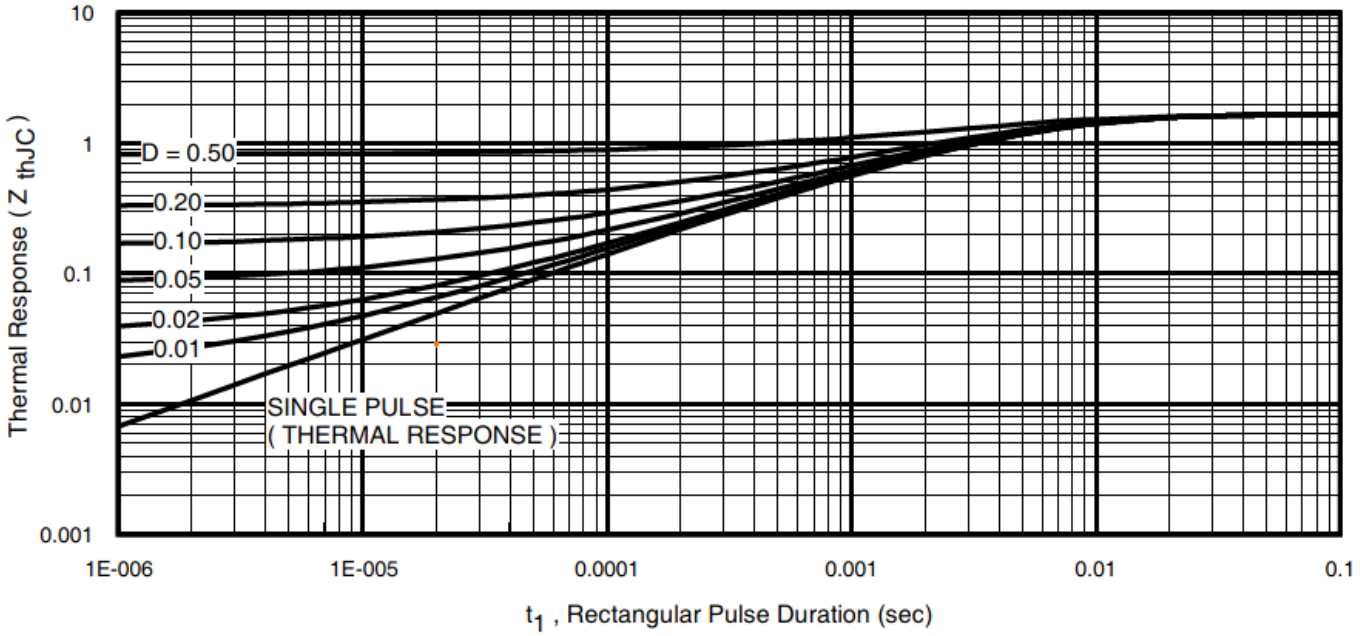
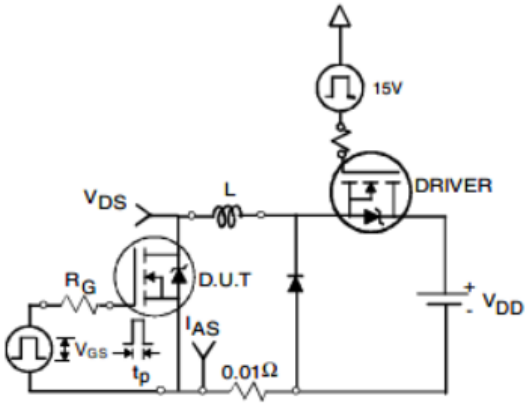

Fig 11. Maximum Effective Transient Thermal Impedance, Junction-to-Case
Fig. 12a. Unclamped Inductive Test Circuit
① Repetitive rating; pulse width limited by max. junction temperature. (See fig. 11).
② Starting T_J = 25°C, L = 0.46mH, R_G = 25Ω, I_{AS} = 20A, V_{GS} =10V. Part not recommended for use above this value.
③ Pulse width ≤ 1.0ms; duty cycle ≤ 2%.
④ C_{oss} eff. is a fixed capacitance that gives the same charging time as C_{oss} while V_{DS} is rising from 0 to 80% V_{DSS} .
⑤ Limited by T_{Jmax} , see Fig.12a, 12b, 15, 16 for typical repetitive avalanche performance.
⑥ This value determined from sample failure population. 100% tested to this value in production.
⑦ This is only applied to –TO-220AB package.
⑧ This is applied to D2 Pak, when mounted on 1" square PCB (FR-4 or G-10 Material). For recommended footprint and soldering techniques refer to application note# AN-994.